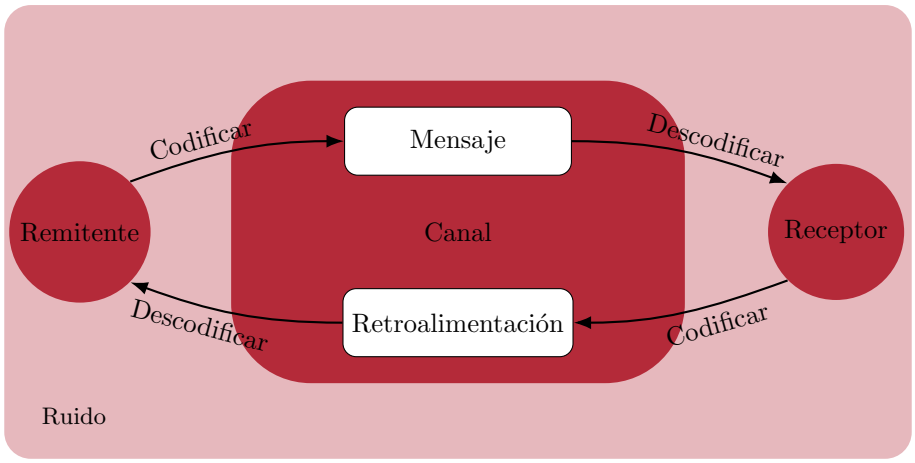

Figura 3.1: Modelo de comunicación
La comunicación incluye el intercambio de la información adecuada, entregada de manera precisa y coherente a todas las partes interesadas. En la comunicación se tiene (Figura 3.1):
Es importante darse cuenta de que la comunicación, independientemente del canal, casi siempre se ve perturbada por el ruido. El **ruido** es todo aquello que interrumpe la comunicación, y puede producirse durante la transmisión del mensaje. Las causas del ruido pueden encontrarse en el mensaje, el canal, el emisor y el receptor (Figura 3.1). El ruido puede ser interno o externo:
- **Comunicación interactiva**. Se trata del modelo explicado en la Figura 3.1, donde hay un intercambio multidireccional de información en tiempo real. Se llega a un entendimiento fácilmente al haber retroalimentación (conversaciones cara a cara, reuniones, llamadas de teléfono, videoconferencias...). Se trata, por tanto, de la más efectiva.